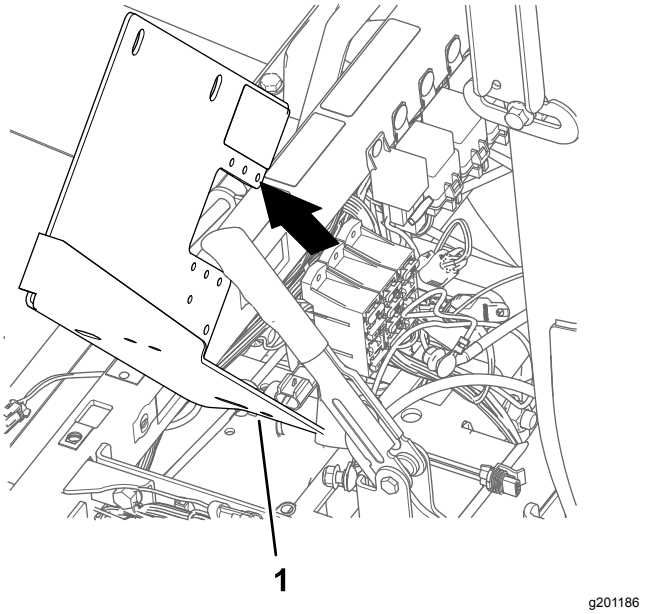

Rysunek 174
6. Wyjmij wspornik akumulatora z maszyny (Rysunek 174).